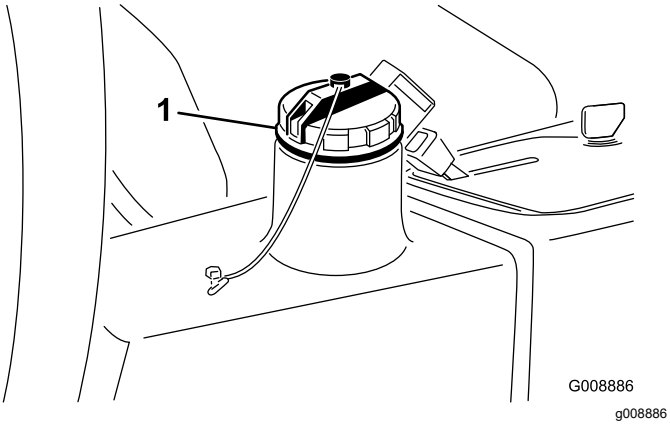

Figure 81
4. Versez environ 13,2 litres de liquide hydraulique dans le réservoir (Figure 81) ; voir Contrôle du système hydraulique (page 27).